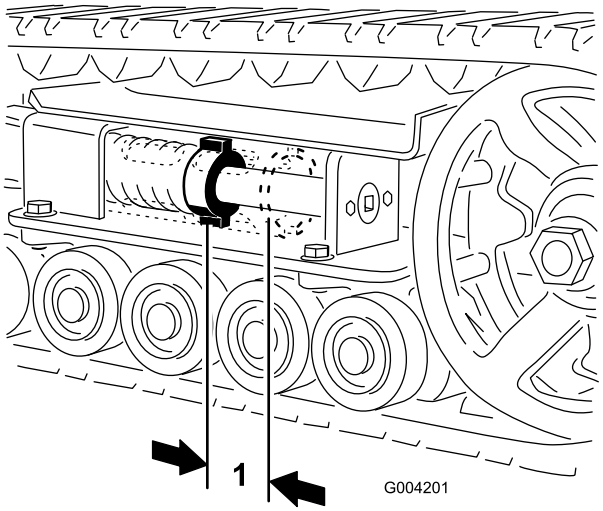
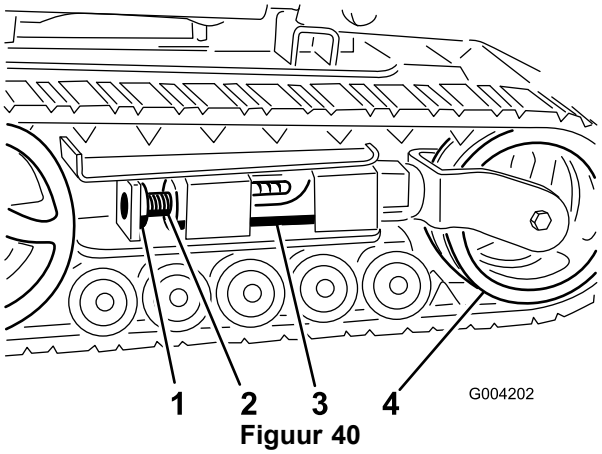
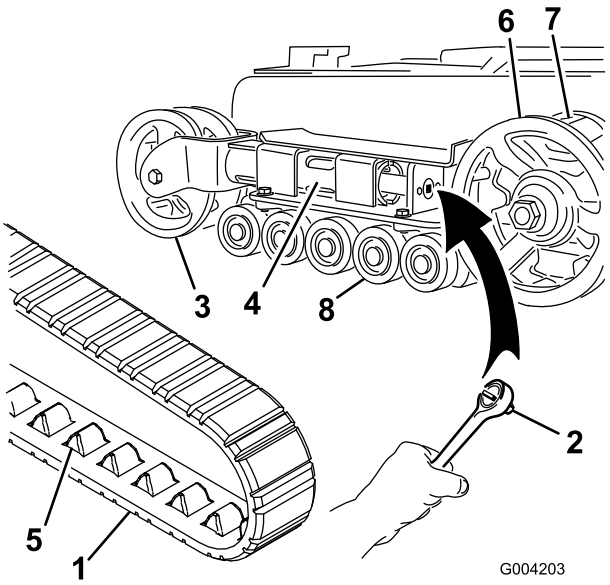
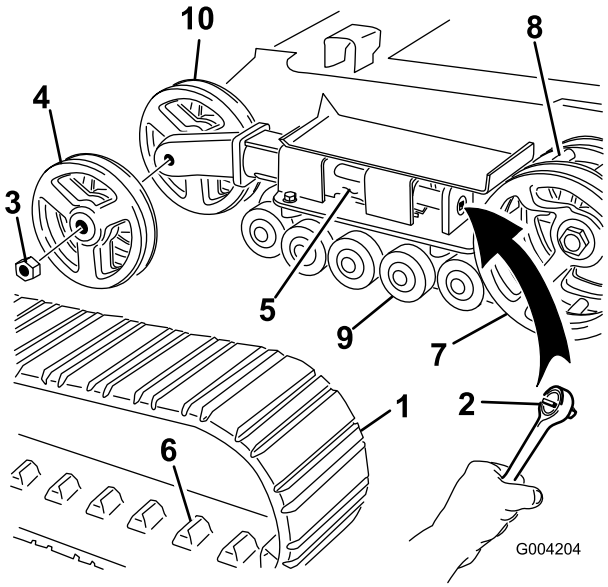

Figuur 39
Figuur 40
Figuur 41
Figuur 42
Er moet 7 cm ruimte zijn tussen de spanmoer en de achterzijde van de spanbuis (Figuur 39). Als dit niet het geval is, stal dan de spanning van de rupsbanden aan met behulp van de volgende procedure:
3. Verwijder de borgbout en de moer (Figuur 40).
4. Gebruik een dopsleutel van 1/2 inch (Figuur 41) en draai de spanschroef linksom tot de afstand tussen de spanmoer en de achterzijde van de spanbuis (Figuur 39) 7 cm is.
5. Lijn de dichtstbijzijnde inkeping in de spanschroef uit met de opening van de borgbout en bevestig de schroef met de borgbout en moer (Figuur 40).
4. Gebruik een dopsleutel van 1/2 inch en verminder de spanning door de spanschroef rechtsom te draaien (Figuur 40 en Figuur 41).
5. Duw het spanwiel in de richting van de achterzijde van de eenheid zodat de spanbuis het frame raakt (Figuur 41). (Als de buis het frame niet raakt, blijf dan aan de spanschroef draaien totdat dit wel zo is).
7. Als de rupsband van het spanningswiel af is, verwijder de band dan van de kettingwielaandrijving en de wegwielen (Figuur 41).
8. Begin bij de kettingwielaandrijving en plaats de nieuwe rupsband rond de aandrijving. Controleer of de aansluitpunten tussen de tandwielen op de aandrijving passen (Figuur 41).
9. Duw de rupsband onder en tussen de wegwielen (Figuur 41).
11. Draai de spanschroef linksom tot de afstand tussen de spanmoer en de achterzijde van de spanbuis (Figuur 39) 7 cm is.
4. Gebruik een dopsleutel van 1/2 inch en verminder de spanning door de spanschroef rechtsom te draaien (Figuur 40 en Figuur 42).
5. Duw het spanwiel in de richting van de achterzijde van de eenheid zodat de spanbuis het frame raakt (Figuur 42). (Als de buis het frame niet raakt, blijf dan aan de spanschroef draaien totdat dit wel zo is).
6. Verwijder de moer waarmee het buitenste spanwiel is bevestigd en verwijder het wiel (Figuur 42).
7. Verwijder de rupsband (Figuur 42).
8. Verwijder de moer waarmee het binnenste spanwiel is bevestigd en verwijder het wiel (Figuur 42).
12. Monteer het binnenste spanwiel en zet het vast met de moer die u eerder hebt verwijderd (Figuur 42).
14. Plaats de nieuwe rupsband en zorg ervoor dat de aansluitpunten van de rupsband goed tussen de tandwielen in het midden van de kettingwielaandrijving passen (Figuur 42).
15. Monteer het buitenste spanwiel en zet het vast met de moer die u eerder hebt verwijderd (Figuur 42).
17. Draai de spanschroef linksom tot de afstand tussen de spanmoer en de achterzijde van de spanbuis (Figuur 39) 7 cm is.